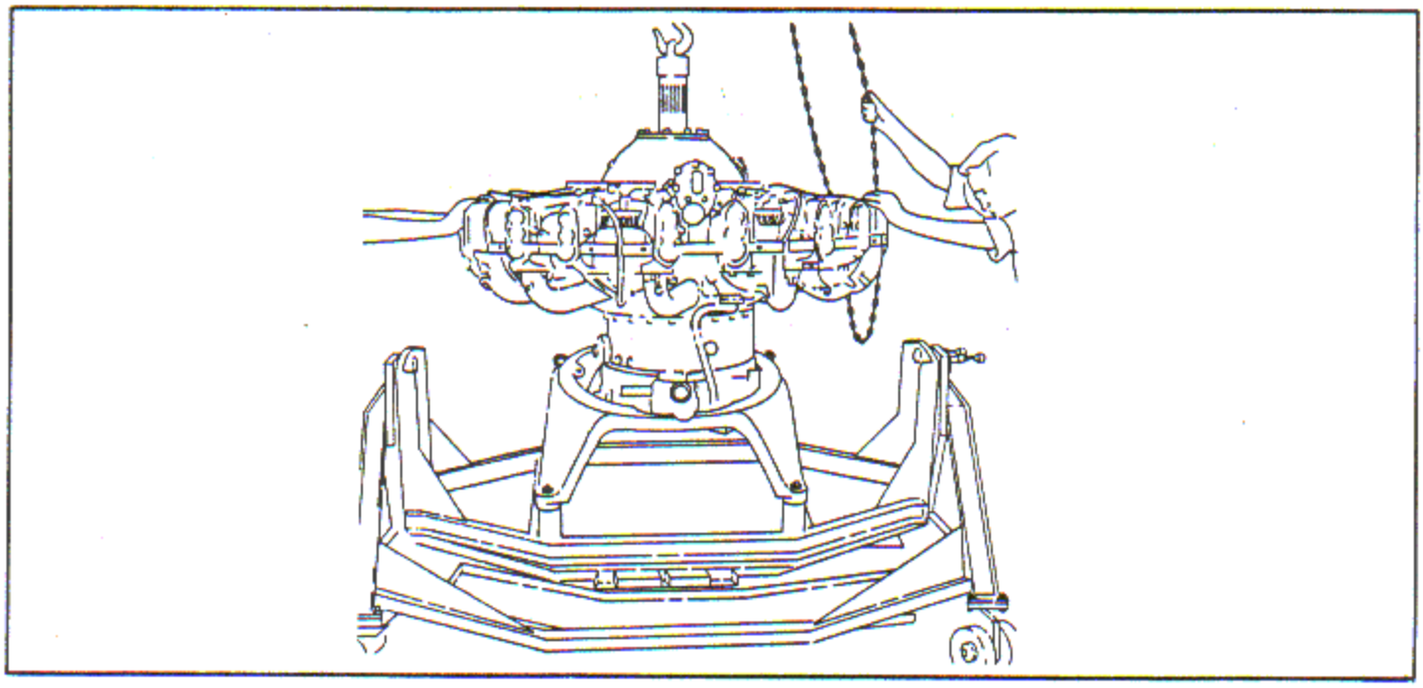

Figure 3-2. Lowering Engine into Disassembly Stand
b. Lower the engine carefully into the stand using a hoist. One man should guide the engine into the stand to guard against damage. See figure 3-2.